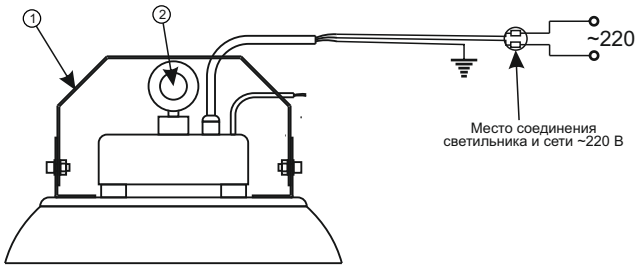

Рисунок 2 — Схема подключения изделия
Светильник SkatLED M-200U(60) может быть как накладным, так и подвесным. При накладном варианте установки, светильник крепится на лире (рис. 2). В случае подвеса светильника используется рым-болт (рис. 2). Так же в комплекте со светильником идёт страховочный трос, который крепится к корпусу светильника как показано на рисунке 3.
Подключение изделия должно производиться при отключенном сетевом напряжении в следующей последовательности (см. рисунок 2):